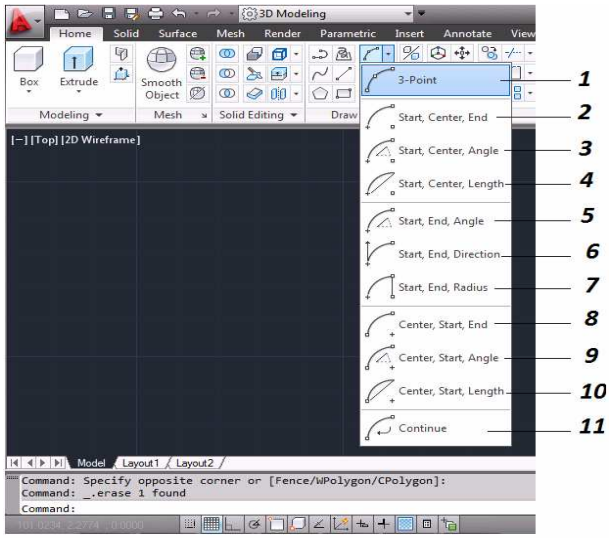

Figura 3.20 Creación de Entidades "Arco"
1. **3PUNTOS – 3 POINTS:** Se crea un arco, ingresando tres coordenadas implícitas o explicitas *(figura 3.20)*.
2. **INCIO, CENTRO, FINAL – START, CENTER END:** Se crea un arco, ingresando inicio, centro y final *(figura 3.20)*.
3. **INICIO, CENTRO, ANGULO – START, CENTER, ANGEL:** En este caso el inicio y el centro pueden ser coordenadas implícitas o explícitas, pero el ángulo debe ser un valor asignado *(figura 3.20)*.
4. **INICIO, CENTRO, LONGITUD – START, CENTER, LENGHT:** El inicio y el centro son igual que le punto anterior, ahora la longitud deberá de tener un valor asignado *(figura 3.20)*.
5. **INICIO, FINAL, ANGULO – START, END, ANGLE:** Igualmente el inicio y el final serán coordenadas implícitas o explicitas y el ángulo un valor asignado *(figura 3.20)*.
6. **INICIO, FINAL, DIRECCION – START, END, DIRECTION:** el inicio, final y dirección pueden ser coordenadas explicitas o implícitas *(figura 3.20)*.
7. **INICIO, FINAL, RADIO – STAR, END, RADIUS:** El inicio y el final serán de igual manera que las anteriores, solo el radio tendrá un valor asignado *(figura 3.20)*.
8. **CENTRO, INICIO, FINAL – CENTER, STAR, END:** Igual que el punto 7.6.2 solo que ahora cambia el orden de elegir las coordenadas *(figura 3.20)*.
9. **CENTRO, INICIO, ANGULO – CENTER, START, ANGLE:** De igual manera el centro y el inicio serán coordenadas implícitas o explicitas y solo el ángulo un valor asignado *(figura 3.20)*.
10. **CENTRO, INICIO, DISTANCIA – CENTER, START, LENGHT:** De igual manera el centro y el inicio serán coordenadas implícitas o explicitas y solo la distancia será un valor asignado *(figura 3.20)*.
11. **CONTINUO:** Sirve para crear un arco partiendo el ultimo punto ingresado *(figura 3.20)*.